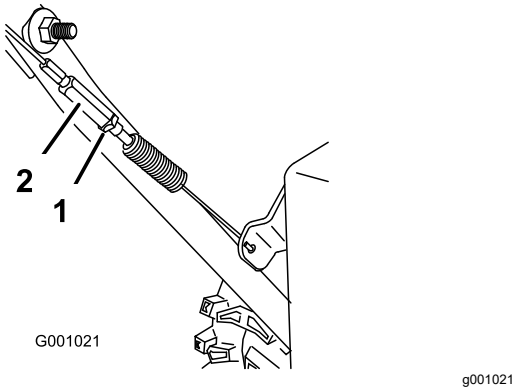

Rysunek 26
3. Dokręć przeciwnakrętkę (Rysunek 26).